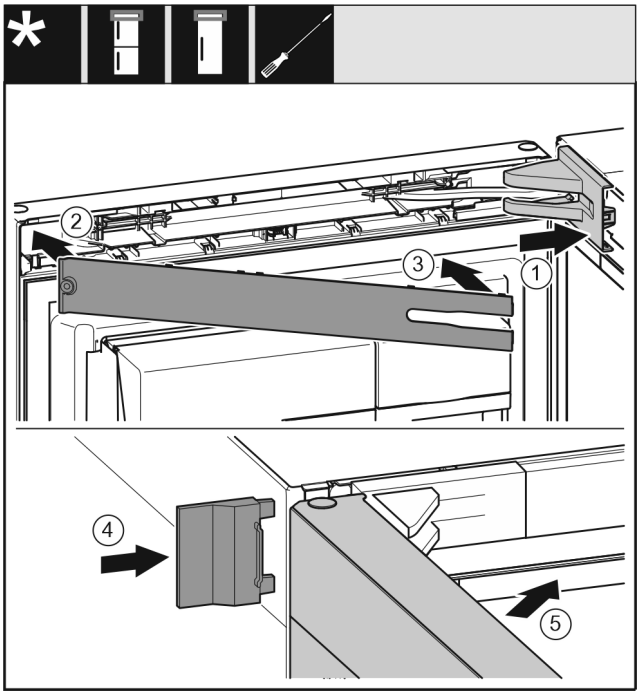

Fig. 73
▶ Uzlieciet un nofiksējiet gultņa balsta pārsegu *Fig. 73 (1)*, ja nepieciešams, uzmanīgi atspiediet.
▶ Uzlieciet aizsegu *Fig. 73 (2)*.
▶ Pievirziet un nofiksējiet aizsegu *Fig. 73 (3)*.
▶ Uzbīdiet ārējo pārsegu *Fig. 73 (4)*.
▶ Aizveriet augšējās durvis *Fig. 73 (5)*.